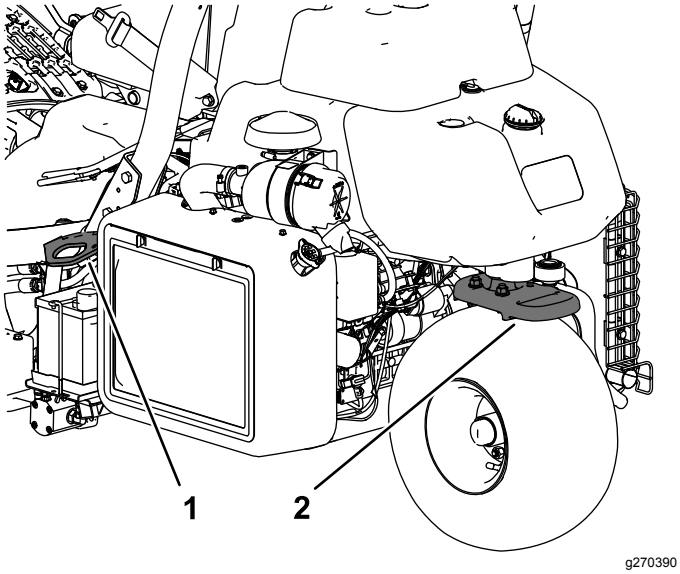

Figura 24
- Prenda a máquina de forma segura utilizando correias, correntes, cabos ou cordas. As correias frontal e traseira devem estar dirigidas para baixo e para fora da máquina (Figura 24).